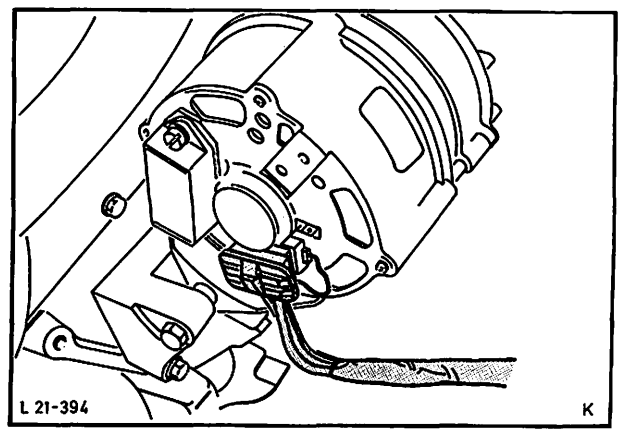

Abb. 29 Stromkabel – Lichtmaschine
28. Stromkabel an Lichtmaschine, Abb. 29, Geber – Fernthermometer, Öldruckschalter, Glühkerzen, Lüfterkupplung, Abstellschalter – Motor und Massekabel – Motor anschließen.